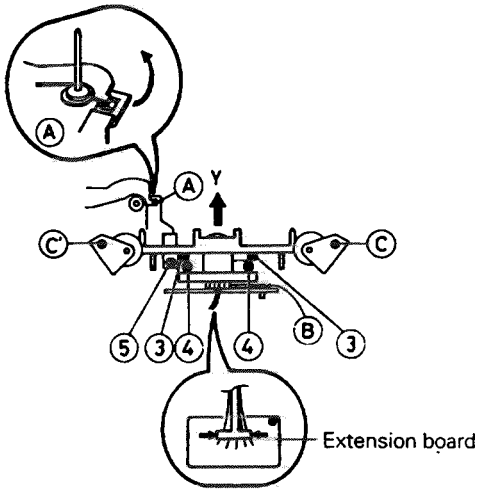

Fig. 2-22
■ **Removal of pinch roller** (See Fig.2-22)
1. Remove three screws ① retaining the motor assembly.
2. Remove two screws ② retaining the motor bracket.
■ **Remove of head assembly** (See Fig. 2-22. 2-23)
3. Remove two screws ③ retaining the head assembly.
4. Remove two screws ④ for the head azimuth.
5. As shown in Fig. 2-22, remove the gear (B) shaft as pulling it along the "Y" direction and raise the head assembly with your hand.
6. Turn the erasion head arm assembly (A) along the arrow direction and remove it referring to Fig. 2-22.